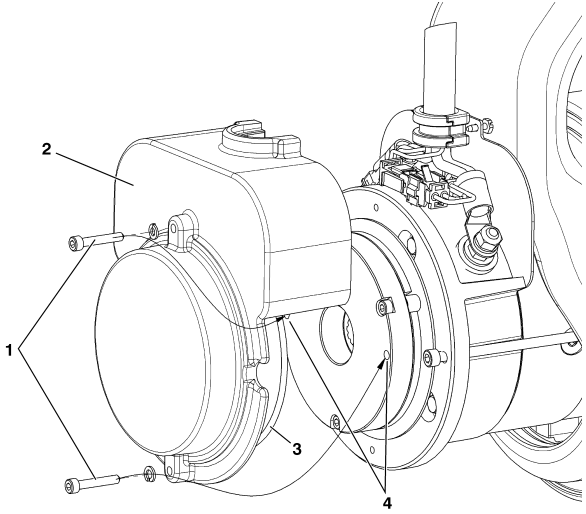

Figure 4-3. Desserrage manuel
3. Enlever les **deux boulons de couvercle (1), le couvercle (2) et le joint torique de couvercle (3)** de l'arrière de l'unité du moteur d'entraînement.
4. Enfoncer les **boulons de couvercle (1)** dans les **deux trous de desserrage du logement de frein (4)**, voir l'élément 4 de la Figure 4-3., Desserrage manuel.
7. Une fois le remorquage terminé, caler les roues et **enlever les boulons de couvercle (1)** des **trous de desserrage (4)**.
8. Remettre le **couvercle (2)** en place. Avant l'installation, vérifier l'état du **joint torique de couvercle (3)** et le remplacer si nécessaire.